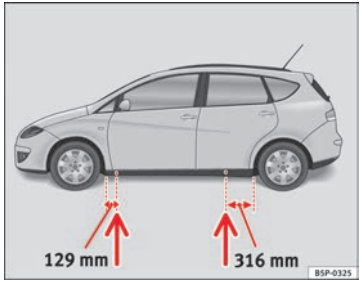

Abb. 181 Aufnahmepunkte für den Wagenheber
– Suchen Sie den Aufnahmepunkt am Unterholm, der dem zu wechselnden Rad am nächsten liegt ⇒ Abb. 181.
Am Unterholm kennzeichnen jeweils vorn und hinten Eindrückungen die Stellen, an denen der Wagenheber angesetzt werden darf ⇒ Abb. 181. Es gibt für jedes Rad genau eine Stelle. An anderen Stellen darf der Wagenheber nicht angesetzt werden.